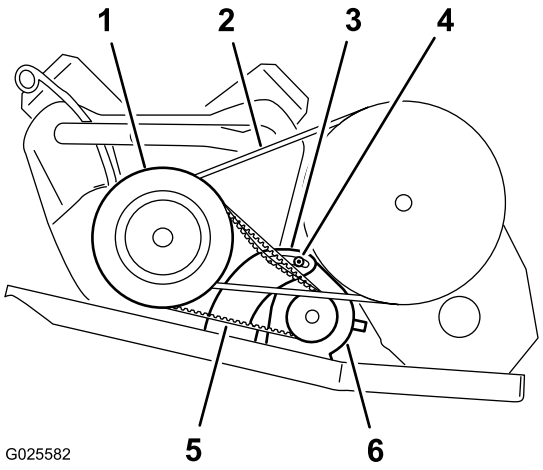

Figur 73
2. Løsne startergeneratorens svingmutter (Figur 73).
4. Trykk spikerjernet nedover for å vri starteren ned i sporet til remspenningen er 6 mm ved 44 N styrke (Figur 73).
5. Stram svingmutteren med håndkraft og fjern spikerjernet (Figur 73).